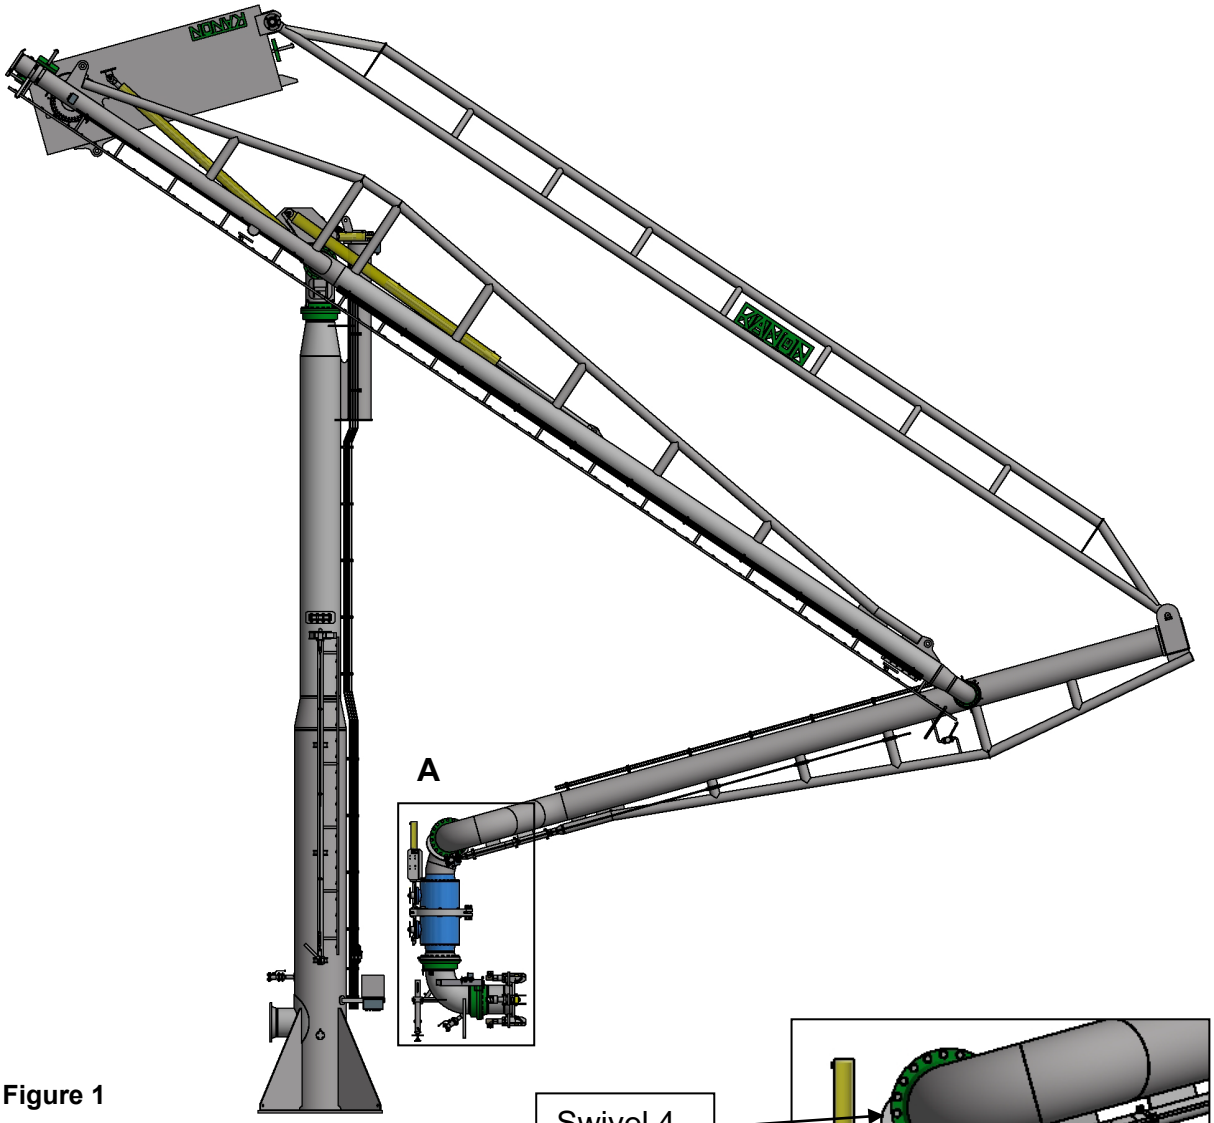

Figure 1
1. Manoeuvre MLA to maintenance position, as shown in figure 1.